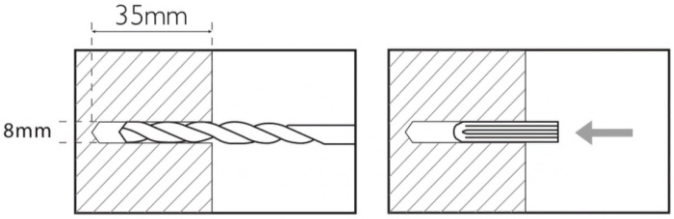

Рис. 22
- При установке в прочную каменную стену используйте сверло диаметром 8 мм. Просверлите 4 отверстия Глубиной 35 мм и установите настенные дюбели. См (рис.22)